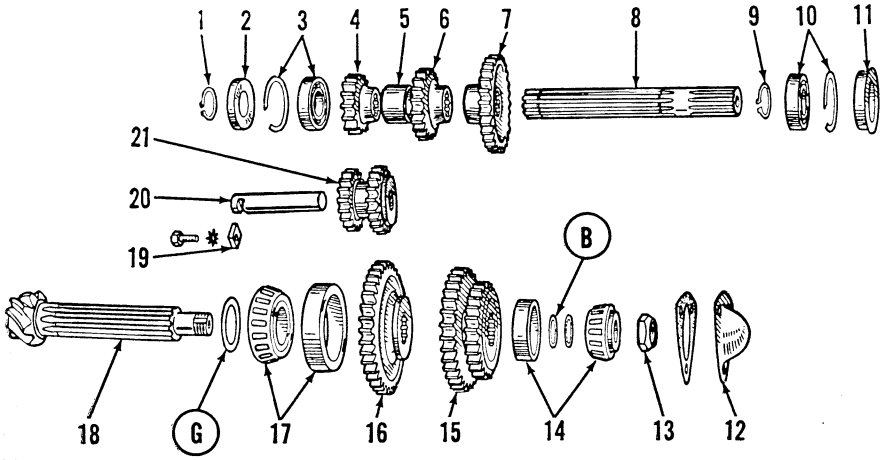

***Fig. MH23—Pony transmission assembly. Shims (B) are for bevel pinion shaft bearing adjustment. Shims (G) are for mesh adjustment of main drive bevel gears.***
51. **BEVEL PINION (SLIDING GEAR) SHAFT.** This shaft (18—Fig. MH23) may be removed either before or after removal of input shaft (following paragraph), but it is recommended that it be removed first so that shaft can be locked in two gears at
56. Bevel pinion shaft and bevel ring gear are supplied as a matched set and must not be renewed separately. Adjust mesh of these bevel gears as follows: Install bevel pinion shaft and differential. Coat pinion teeth with red lead or prussian blue and rotate the pinion. Observe the impressions on ring gear teeth caused by contact of bevel pinion teeth. If bevel pinion teeth contact center of ring gear teeth as shown in Fig. MH26, they are correctly meshed; if not, add or remove shims (G- Fig. MH23) between bevel pinion and bevel pinion shaft rear bearing cone (17) to move the bevel pinion into correct mesh position. Note: In order to retain correct pre-load on bevel pinion shaft bearings, whatever thickness of shims (G) is added or removed from the shaft, the same amount of shims (B) should be added or removed. Recheck backlash after mesh adjustment is completed.